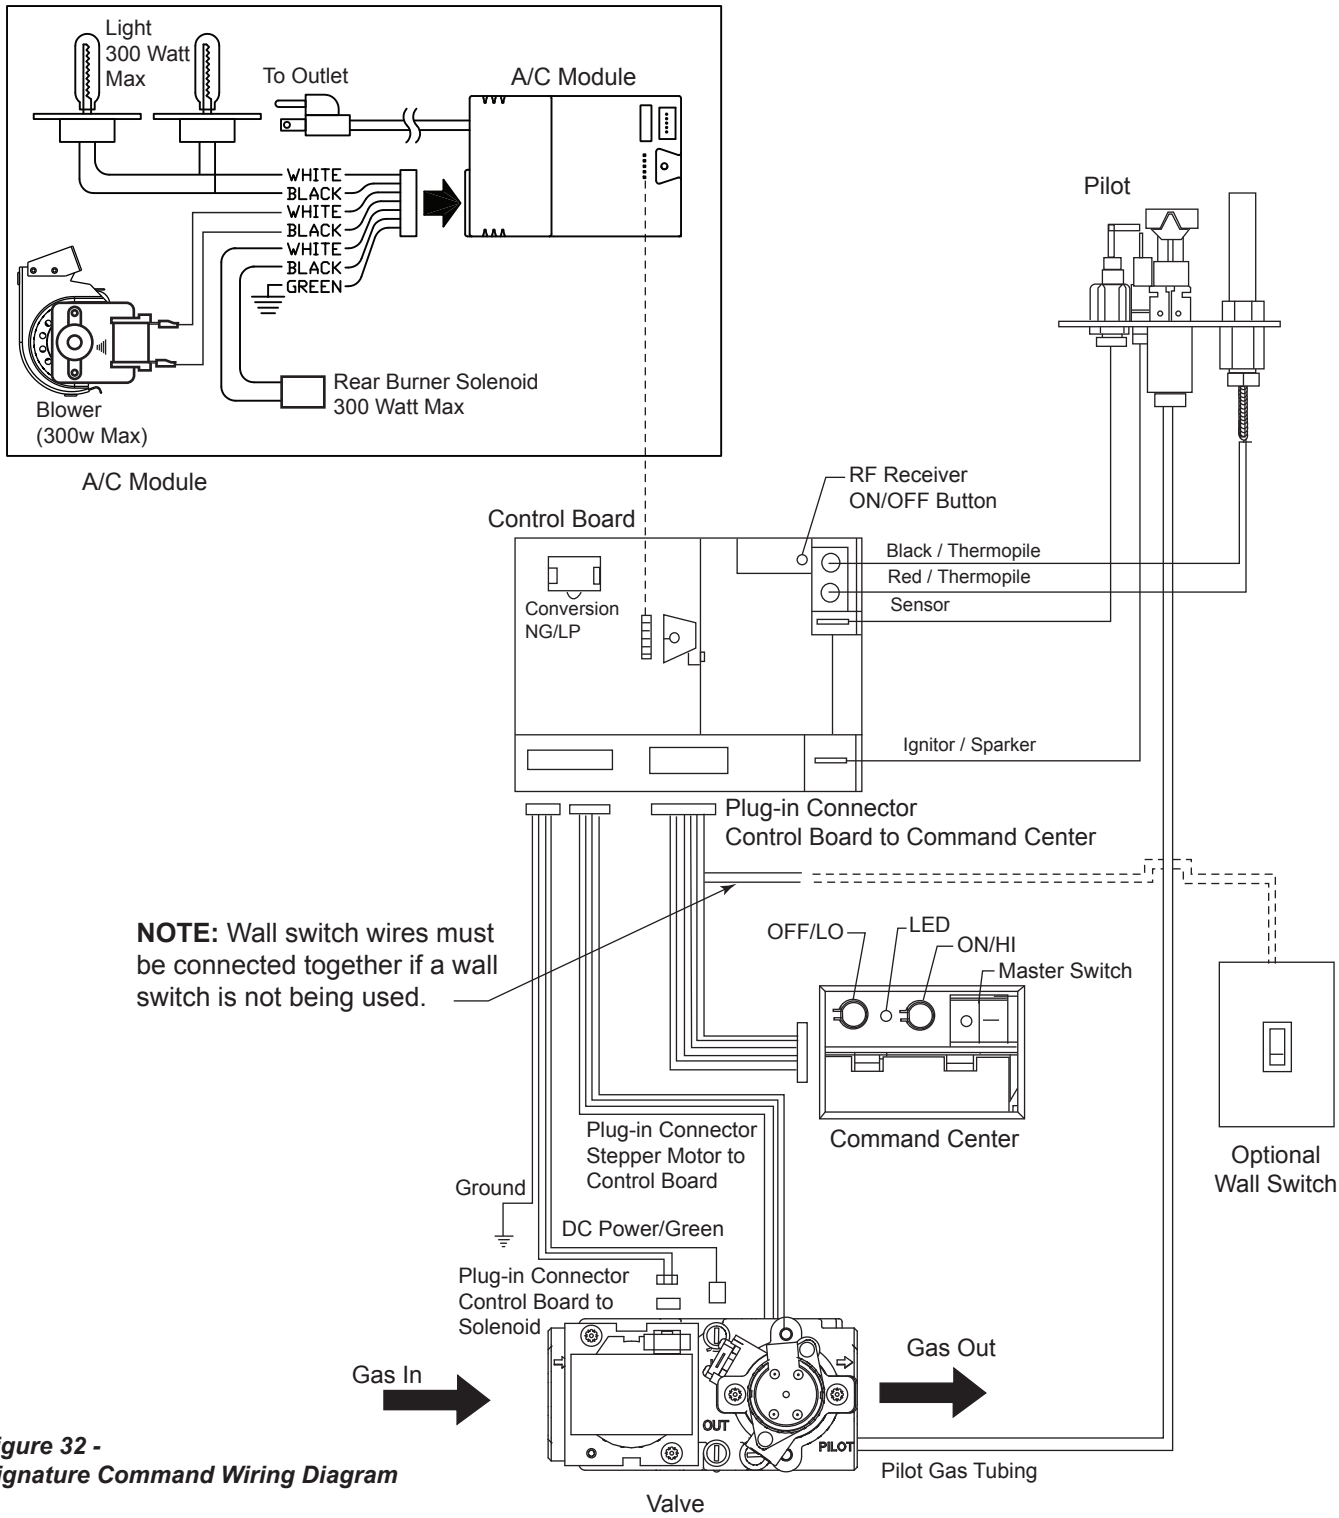

Figure 32 -
The wall switch wire connection is located off the 2 ft. wire harness from the control box to the command center. *Figure 32.* The connection is labeled “Wall Switch”. Unplug the male and female connectors and connect the two (2) low voltage wires provided. Run wire to desired location on wall. Up to 50 ft. of 18 ga. wire may be used if necessary. Attach wires to wall switch. Mount the wall switch in to junction box and screw on cover.